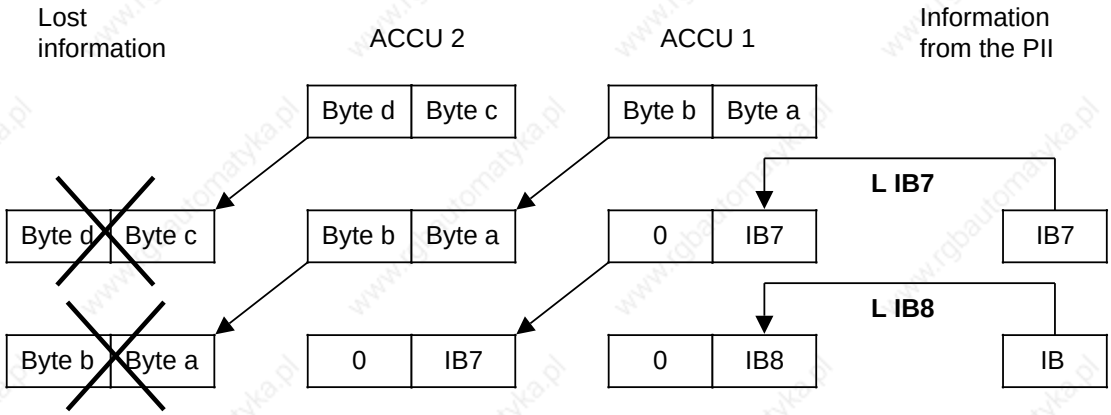

**Figure 8-2. Execution of the Load Operation**
**Example:** Two consecutive bytes (IB7 and IB8) are loaded from the PII into the accumulator. Loading does not change the PII (see Figure 8-2).